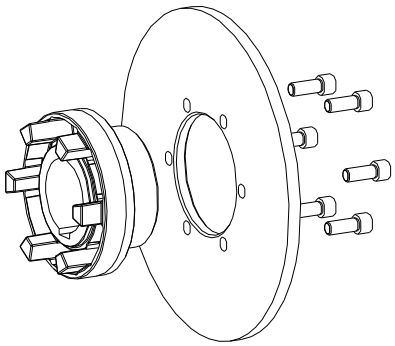

Bild 18: Montage der Bremsscheibe (Bauart SBA und BTA)
- Montieren Sie die FN-Nabe oder den Mitnehmer- und Kupplungsflansch mit der Bremstrommel/ -scheibe (siehe Bild 18 und 19).